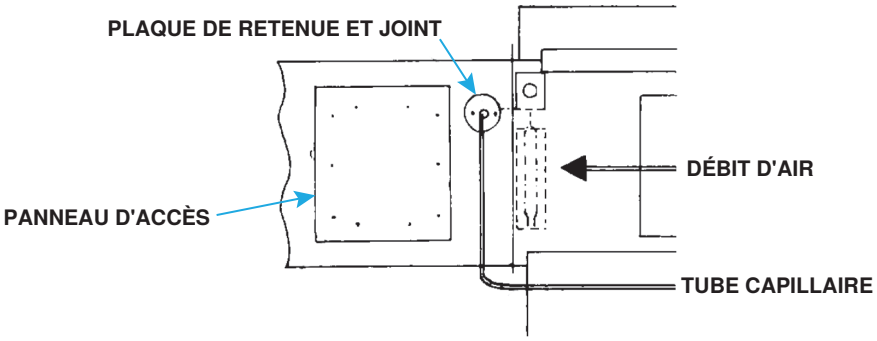

Figure 8. Installation du capteur capillaire
(2) À l'emplacement de conduit sélectionné, marquez et découpez un trou de 1/2 pouce qui sera scellé avec un joint et une plaque de retenue (voir **Figure 8**). Insérez le capteur et le tube capillaire dans le trou.
(3) Retirez le panneau d'accès aux conduits (voir **Figure 8**) et installez le capteur dans le support du capteur de manière à ce qu'il détecte la température de l'air lorsqu'il circule à travers les trous du support.
(4) Placez le support du capteur et l'ensemble de la boîte de jonction à l'intérieur du conduit de manière à ce que le capteur soit protégé du flux d'air direct et fixez la boîte de jonction au conduit à l'aide de quatre vis à tôle #6 fournies sur site.
(5) Faites glisser le joint (fente coupée) et la plaque de retenue du trou sur le tube capillaire. Avec le joint à côté des conduits, installez la plaque de retenue des trous et fixez-la à l'aide des vis à tôle fournies sur place.
(6) Fermez le panneau d'accès des conduits.